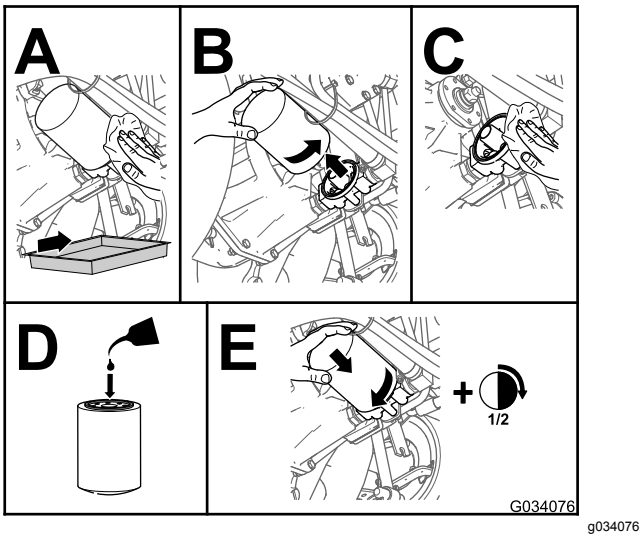

Figuur 84
4. Vervang het hydraulische filter (Figuur 84).